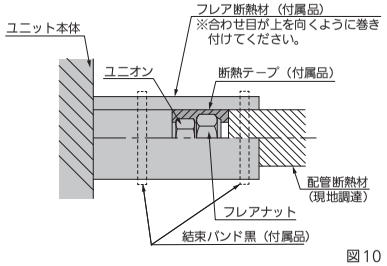

図10
- 図10に従って液管・ガス管とも、断熱してください。フレアナット部に断熱テープ(付属品)を巻き付け、さらに配管接続部にはフレア断熱材(付属品)を巻き付け、結束バンド黒(附属品)で締め付けてください。